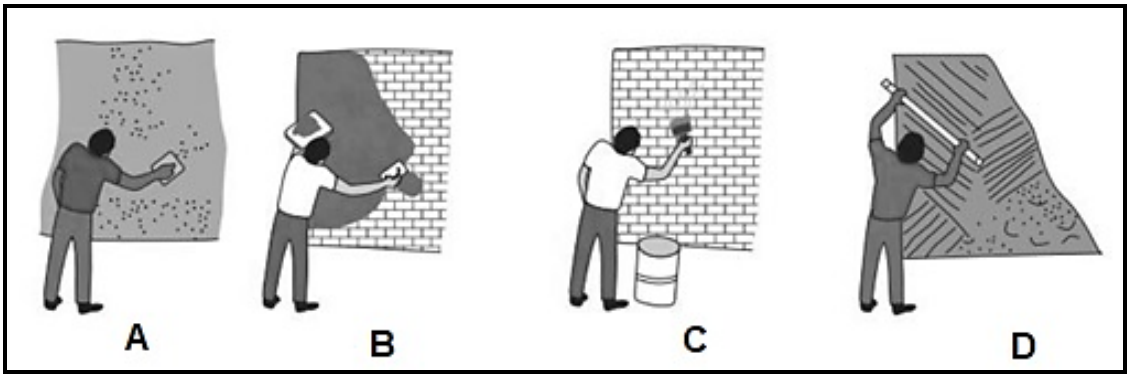

FIGURE 5.1
5.1 The pictures in FIGURE 5.1 below show steps of a building process. Study the pictures and answer the following questions.